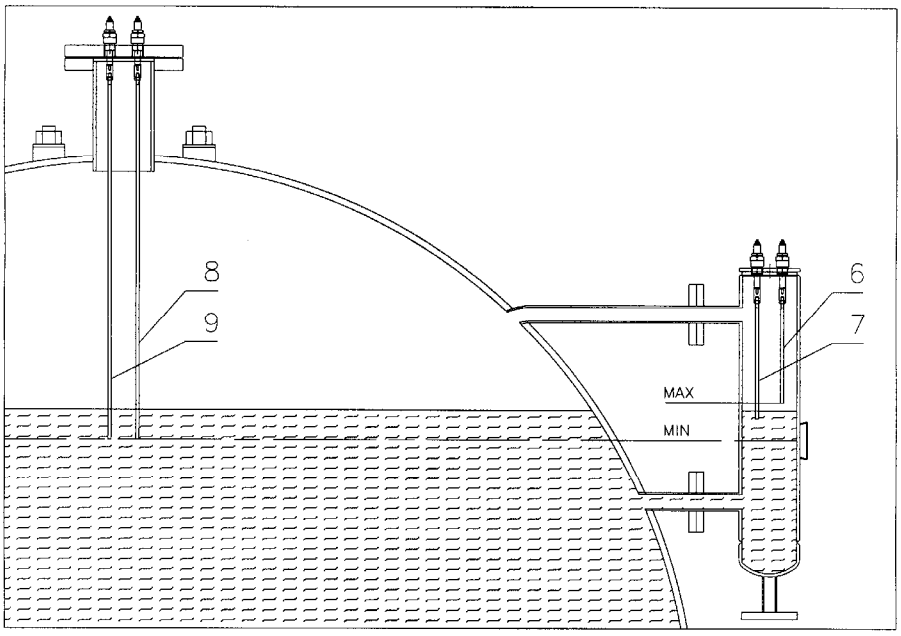

Fig. 6
2.2.2 Regulator automatic de nivel si instrument nivel de siguranta (Fig. 6)